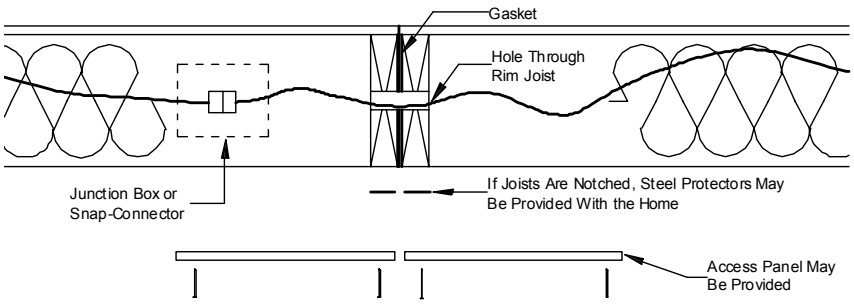

Figure 58. *Electrical crossover floor wires with flush access panels*
1. **Access wires.** Find the crossover location(s) and remove the access panel(s) if attached. If access panel openings are not provided, cut through bottom board to expose the wiring (**Figure 58**).